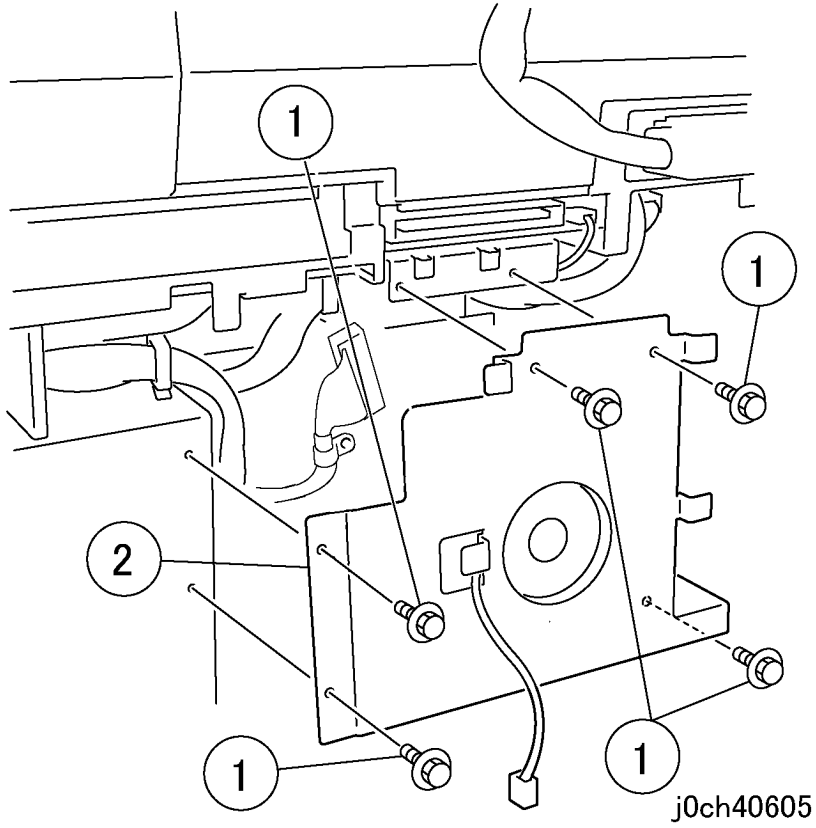

Рисунок 2 Снятие кронштейна ADC (j0ch40605)
4. Снимите кронштейн ADC (рисунок 2).